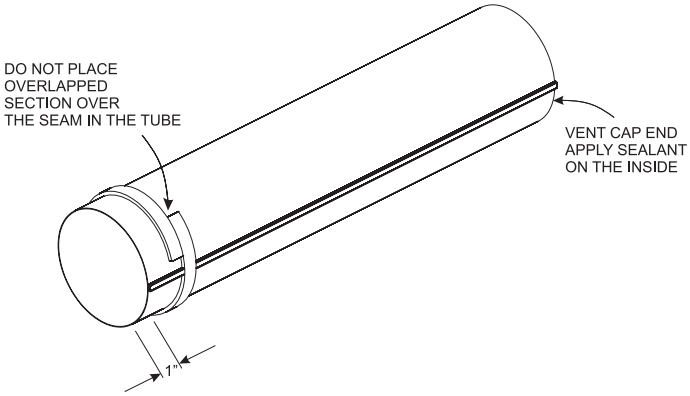

**Figure 66**
12. Seal the 4-inch diameter flue outlet tube. Follow instructions and diagram (**Figure 66**).
If the air inlet and flue outlet tubes are to be connected directly to the unit (no rigid venting system is being used), then the gasket provided must be used to seal the 4-inch flue outlet tube. Peel the paper off the self-adhesive gasket and then wrap it around the end of the tube (if tube was cut, it is recommended to use cut end) as shown in **Figure 66**. Pull the gasket tight at all times while wrapping it around tube. The gasket ends should align, to form a complete seal. The overlapped section should NOT come in contact with the seam in the tube. Apply high temperature sealant to the opposite end of the tube (on the inside of the tube). The end with the gasket will attach to the back of the unit. Continue with Step 13.